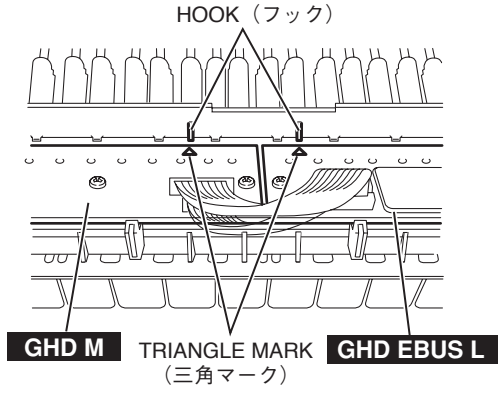

Fig. 23（図23）
* ***When installing the circuit boards, set it under hooks to align the triangle marks of the circuit board and projection parts of the frame as shown in figure 23.***
※ **GHD M シートと GHD EBUS L シートを取り付ける際は、フレーム裏側にあるフック位置と基板の△マークが一致していることを確認してください。(図 23)**